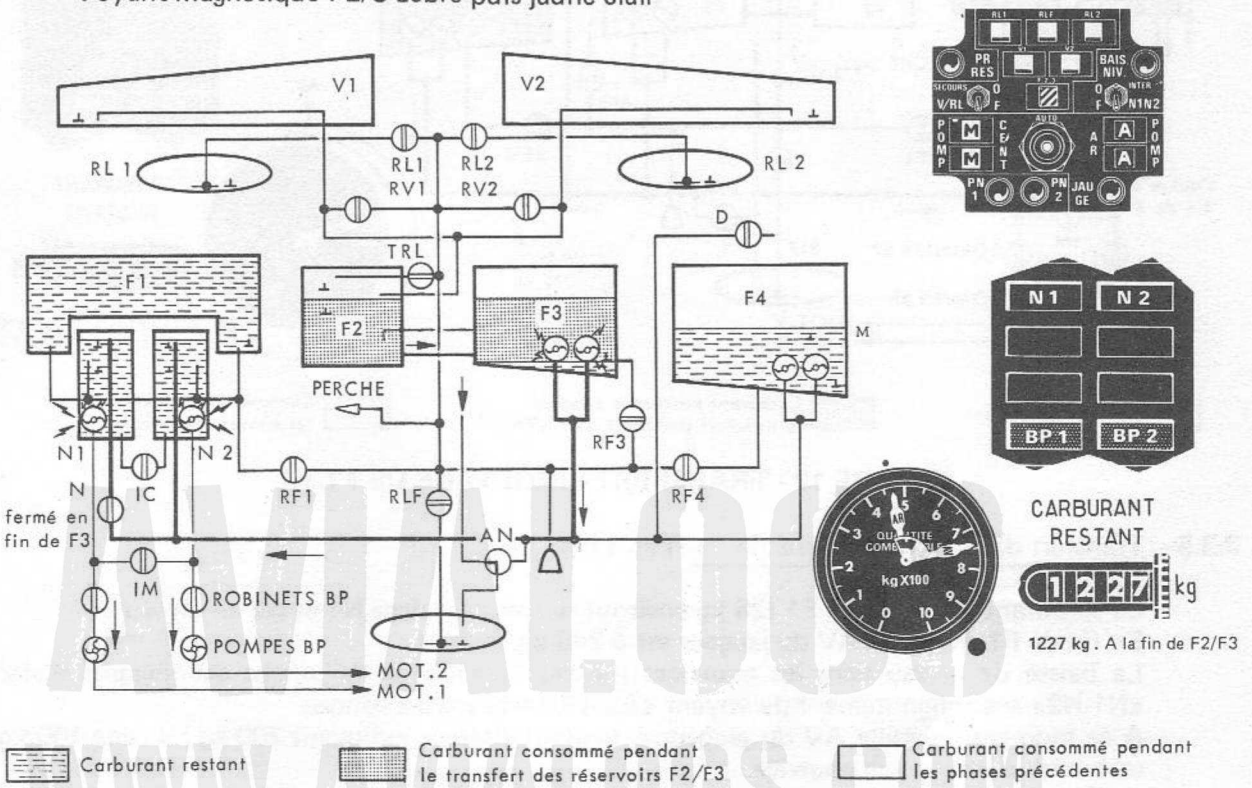

FIGURE 9 - TRANSFERT DE F2/F3
3.3.3.3 - Transfert de F2 - F3 (Fig.9)